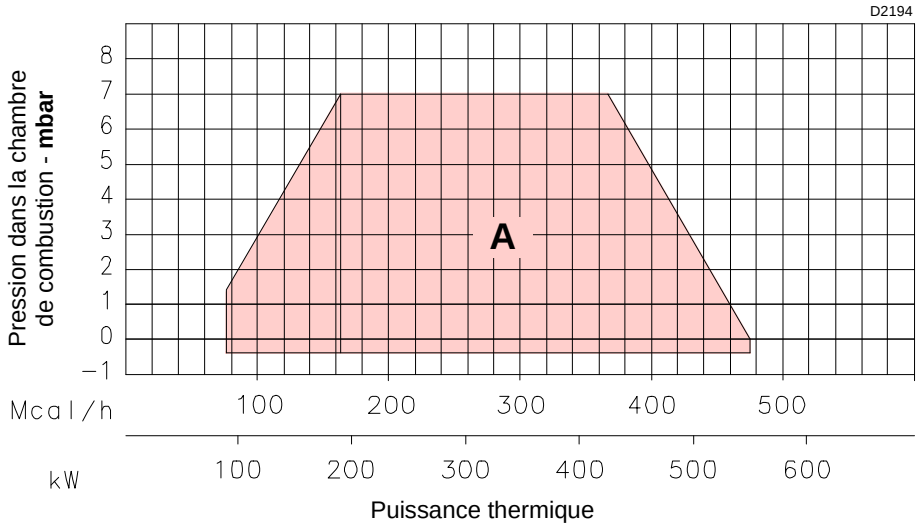

Fig. 2
– une **PUISSANCE MAXIMUM**, choisie dans la plage A (Fig. 2).
La plage de puissance (Fig. 2) a été mesurée à une température ambiante de 20 °C, à une pression barométrique de 1013 mbar (environ 0 m s.n.m.) et avec la tête de combustion réglée comme indiqué à la page 17.